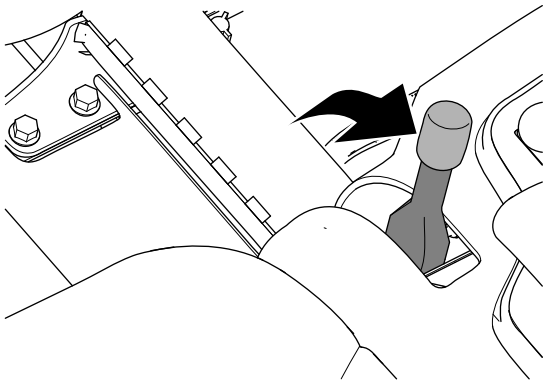

Figur 33
2. Sett på parkeringsbremsen (Figur 33).